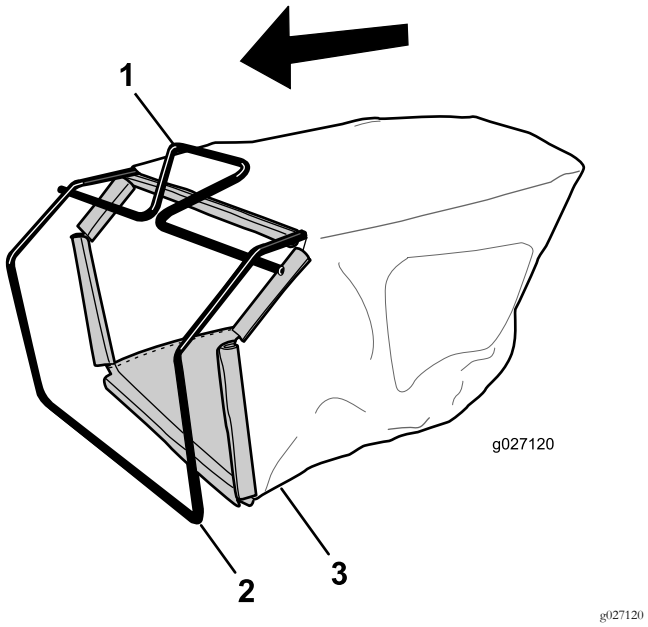

Рисунок 9
1. Установите мешок для травы на раму, как показано на Рисунок 9.
Примечание: Не надевайте мешок для травы на ручку (Рисунок 9).